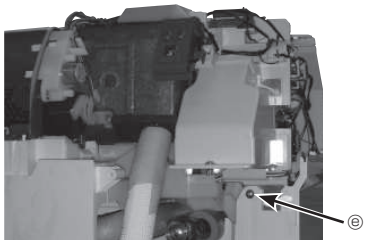

Fig. 6-7
⑨ Extraiga el tornillo de la caja eléctrica. (Fig. 6-7)